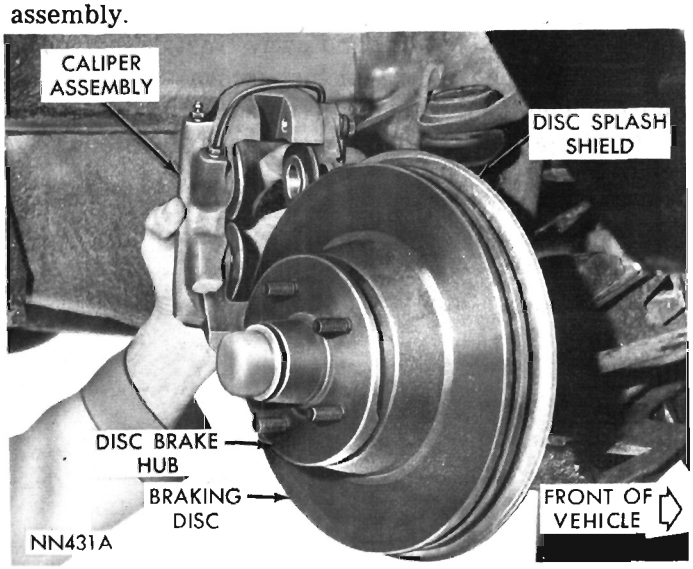

Fig. 8—Removing or Installing Caliper
(5) Slowly slide caliper assembly up and away from brake disc (Fig. 8) and remove to bench for disassembly.